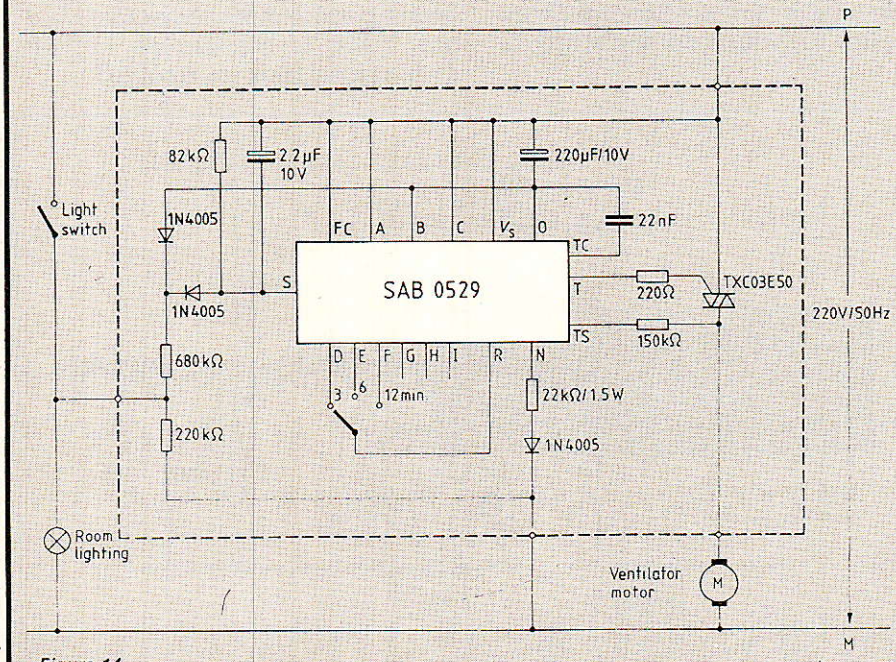

Figure 14
• Sur la **figure 14** est présenté un dispositif d'hygiène toujours synchronisé par courant. Ici on place FU (pin 4) sur + Us pour une mise en route sans temporisation, celle-ci ne démarrant que lorsque la lumière s'éteint. Le moteur démarre quand on allume, continue à l'extinction et ne s'arrête qu'après la temporisation prévue.